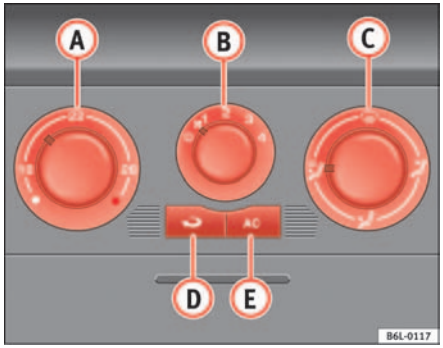

Fig. 87 On the instrument panel: air conditioner controls
– Disconnect the cooling system using button ⇒ fig. 87 AC (the button light goes off).
– Turn the temperature selector (A) to set the desired temperature. We recommend 22°C .
– Use the air distribution control (C) to guide the flow of air in the required direction: (to the windscreen), (to the upper body), (to the footwell) and (to the windscreen and to the footwell).
When air recirculation mode is switched on (button ⇒ page 116, fig. 87 with warning lamp) strong odours in the outside air do not enter the vehicle interior, for example when passing through a tunnel or in queuing traffic.